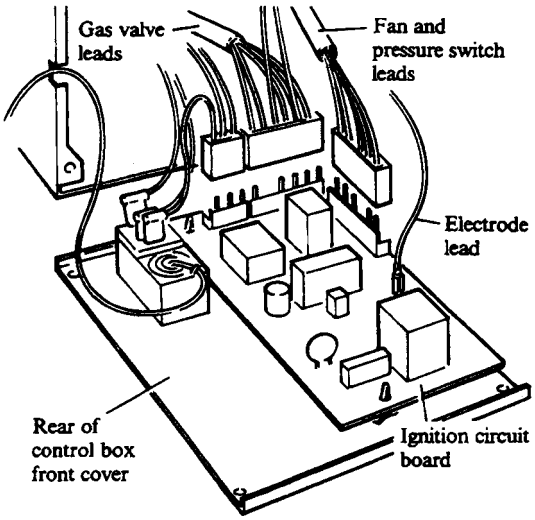

Fig. 41
Refer to Fig. 41.
3. Disconnect the three wiring connectors and the electrode lead from the circuit board, see Fig. 41.